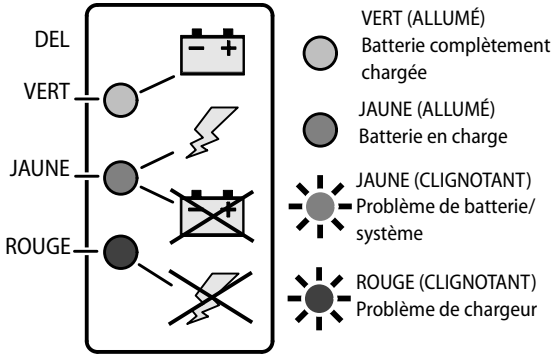

**Figure 3-12. Autocollant du chargeur, témoins DEL**
3. Lors de la mise sous tension, le chargeur procède à un bref test automatique des DEL des témoins. Les témoins DEL du chargeur de batterie *(Figure 3-12.)* clignotent successivement pendant deux secondes. Ces témoins DEL sont visibles à travers l'ouverture du panneau arrière qui permet d'accéder au cordon d'alimentation c.a. du chargeur.
Si une anomalie survient au cours de la charge, la DEL (JAUNE ou ROUGE) du témoin DEL du chargeur *(Voir Figure 3-12.)* clignote pour indiquer la défaillance. Se reporter au Tableau 3-1 ci-dessous pour connaître les codes clignotants des DEL du chargeur et leur signification.